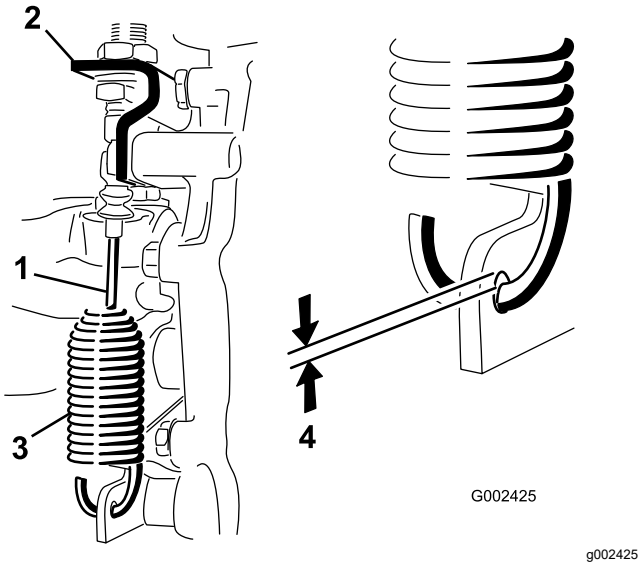

Figur 45
2. Løsn de kontramøtrikker, der fastgør differentialelåsens kabel til beslaget på gearkassen (Figur 45).